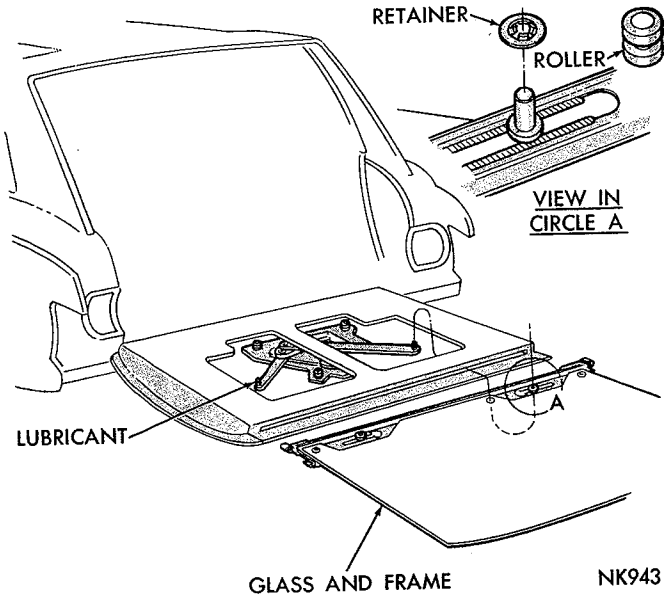
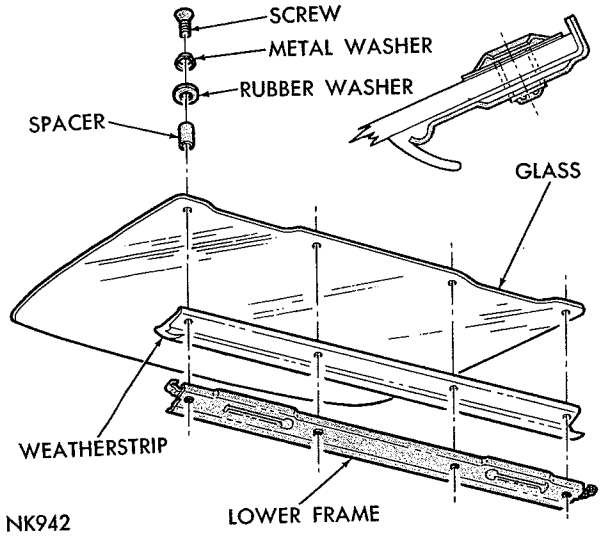

***Fig. 181—Tail Gate Glass Replacement***
***Fig. 182—Tail Gate Glass Attachment—Fury***
(1) With tail gate open, remove trim panel.
(2) Remove retainers (Fig. 181) from ends of regulator arm studs.
(3) Remove regulator arm studs from rollers in glass lower frame.
(4) Remove tail gate glass assembly from tail gate.
(5) Remove rollers from glass lower frame.
(6) Remove washers, spacers and screws attaching glass lower frame and weatherstrip to glass (Fig. 182) and remove frame and weatherstrip.